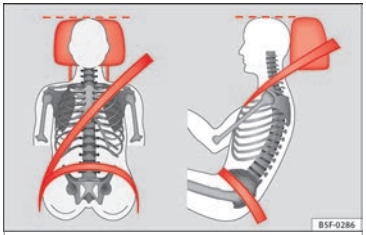

Fig. 86 Correctly adjusted head restraint as viewed from the front and the side.
- Adjust the head restraint so that its upper edge is, as far as possible, at the same level as the top of your head, or at the very least, at eye level **›› Fig. 86**.